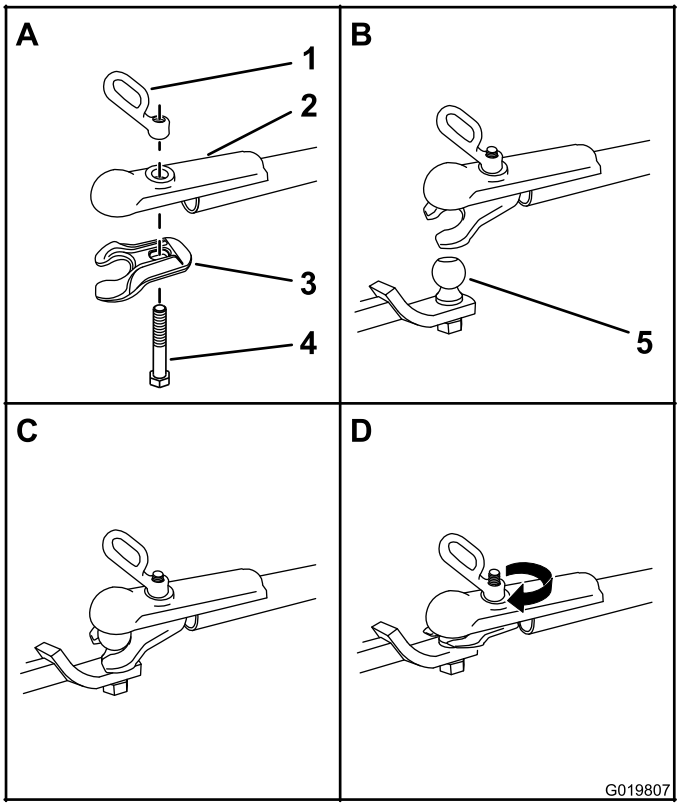

Figure 20
1. Apply removable thread-locking compound to the threads of the coupler bolt to prevent the coupler handle from coming loose (Figure 20).
3. Push the coupler bolt up through the coupler clamp and the coupler top, and connect the coupler handle to the bolt (Figure 20).
5. Turn the coupler handle clockwise to thread it onto the bolt until it is secure (Figure 20).